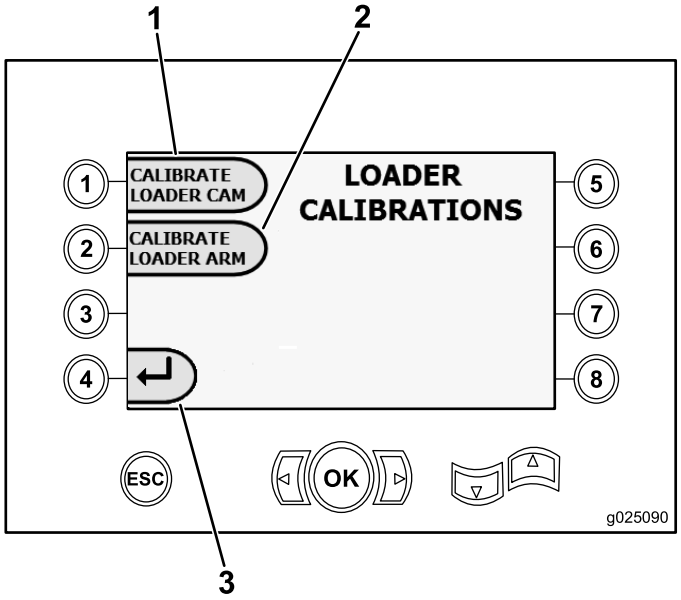

Figure 29
- Appuyez sur le bouton 1 pour étalonner la came du chargeur (Figure 29).
- Appuyez sur le bouton 2 pour étalonner le bras du chargeur (Figure 29).